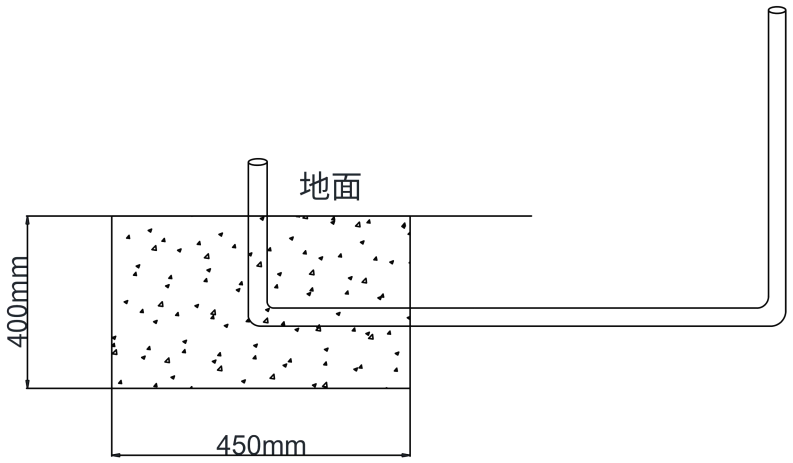

图 2
1、设备安装前先在地面开挖一个深 400mm、长为 450mm、宽 400mm 的土坑，且做好线管预埋（线管可用Ø20 的 PVC 或 SC 材质），如图 2。